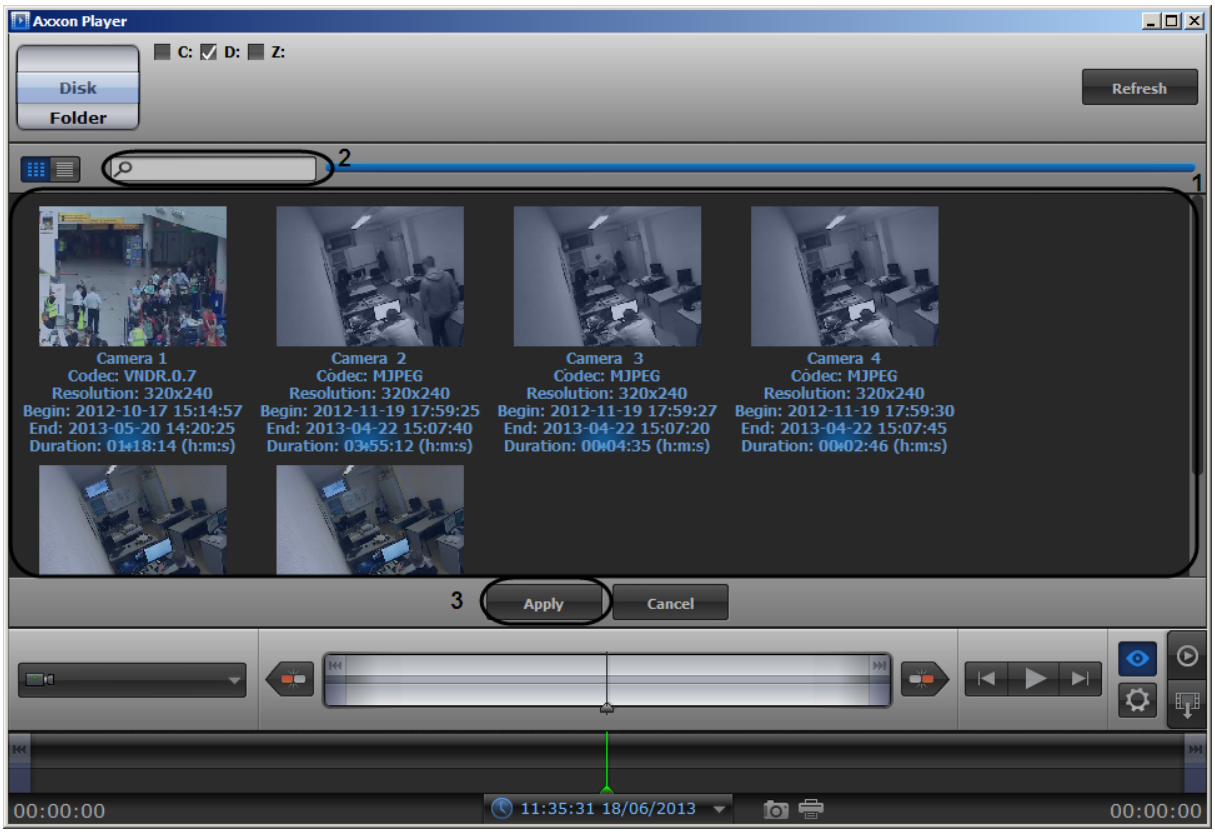

Figure 12.17-6 Selecting the video cameras
4. Click the “Refresh” button. The of list video cameras on which the archive is available by specified path is displayed in the playback window (Figure 12.17-6, 1)
5. Select video cameras the archive from which is to be viewed (Figure 12.17-6, 1). To select more than one camera at a time left-click them holding the “Ctrl” button pressed.
Note 3. Enter the part of camera name in the Search field to search required camera (Figure 12.17-6, 2).
6. Click the “Apply” button (Figure 12.17-6, 3).